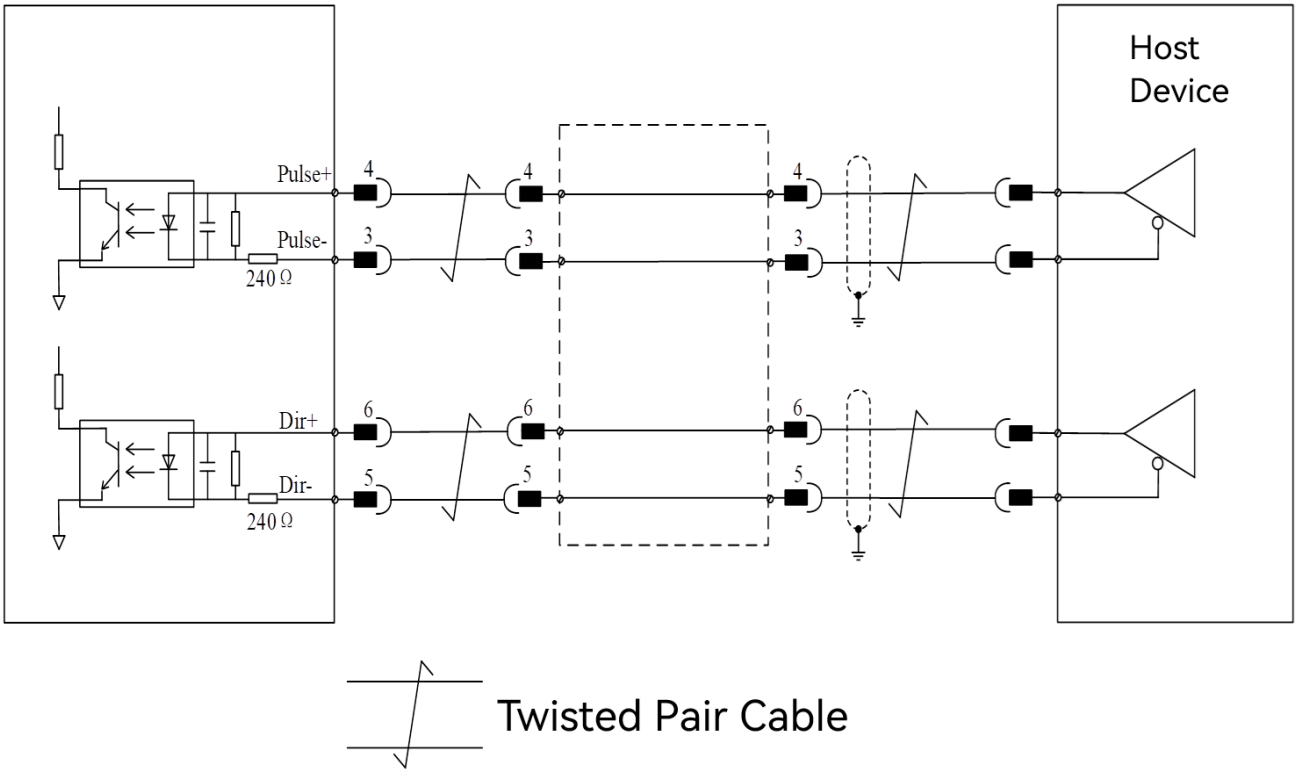

Figure 6-13 5V differential pulse command input terminal wiring diagram
(1) 5V differential mode (as shown in Figure 6-13):